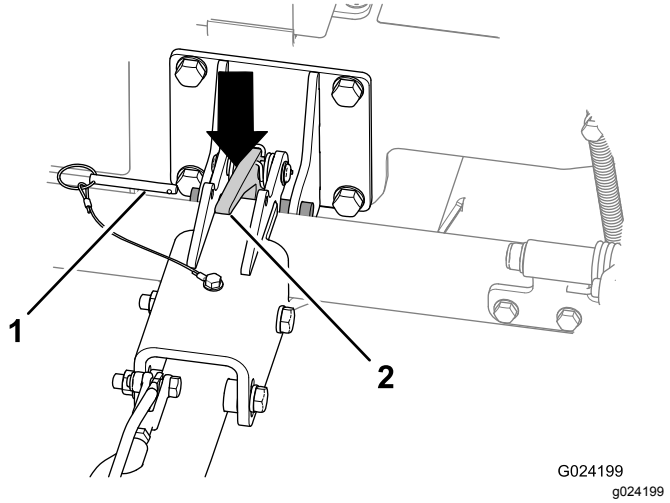

Figur 21
2. Fjern låsestiften (Figur 21).
4. Trykk ned på koblingslåsen for å låse opp (Figur 21).